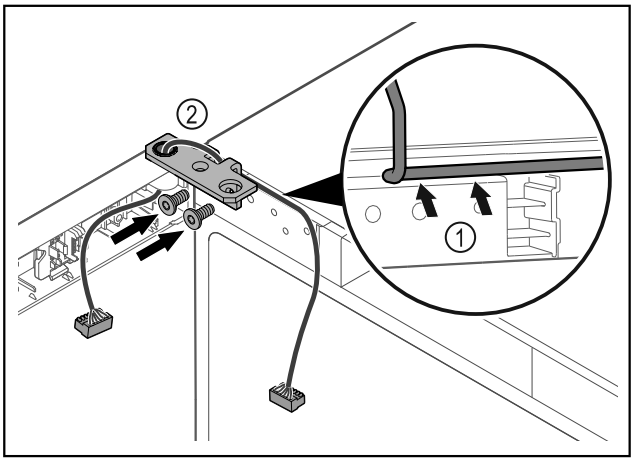

*Fig. 37*
▶ Dirijați cablul prin degajarea colțarului balamalei și dispuneți-l cu precauție *Fig. 37 (1)*.
▶ Înșurubați *Fig. 37 (2)* colțarul balamalei.